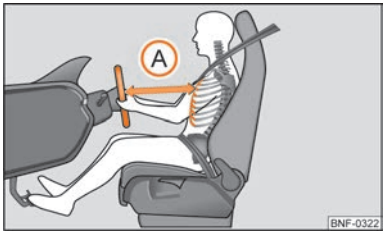

Fig. 71 The correct distance of the driver to the steering wheel
- Adjust the steering wheel so that the distance between the steering wheel and your chest is at least 25 cm ⇒Fig. 71 Ⓐ.
- **The driver must maintain a distance of at least 25 cm to the steering wheel ⇒Fig. 71 Ⓐ. Not maintaining this minimum distance will mean that the airbag system will not be able to properly protect you - hazard!**